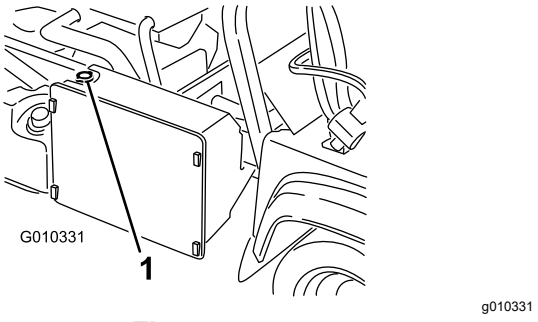

Figur 55
3. Ta bort kylarlocket (Figur 55).
4. Ta bort locket på reservtanken (Figur 55).
7. Fyll kylaren och sätt på locket (Figur 55).